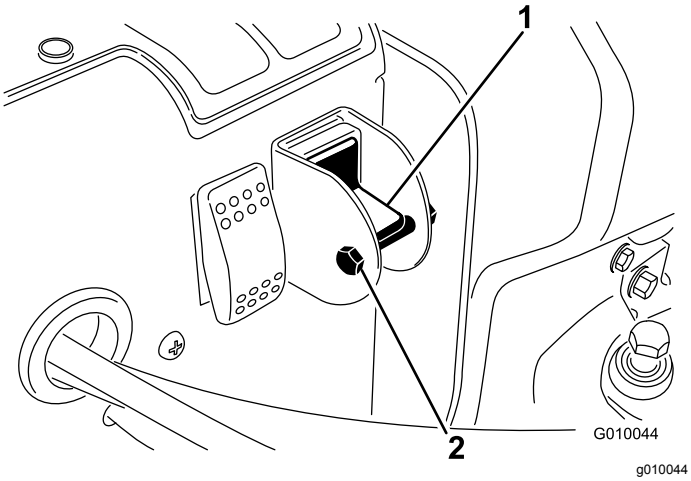

Rysunek 30
4. Odkręć śrubę i nakrętkę zabezpieczającą z przełącznika (Rysunek 30).